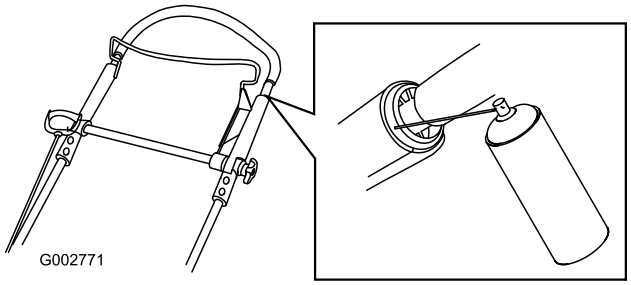

Figur 40
1. Spreja den yttre plaständen på det inre handtaget (Figur 40).